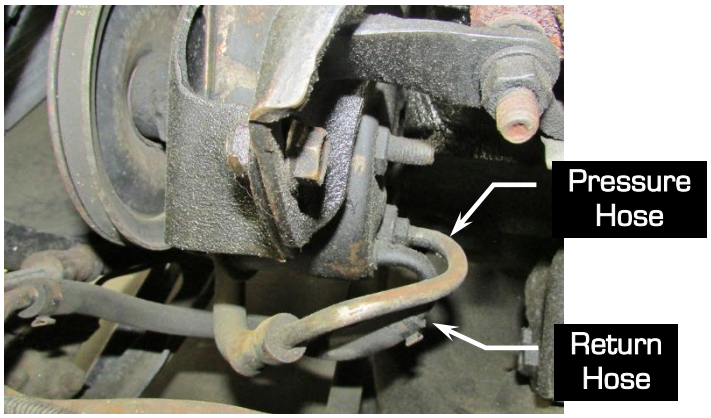

Figure 6 – Remove Pressure & Return Hoses from Pump
7. Remove the pressure hose from the back of the power steering pump. Loosen the hose clamp from the back of the power steering pump and pull the return hose off the pump (Figure 6).